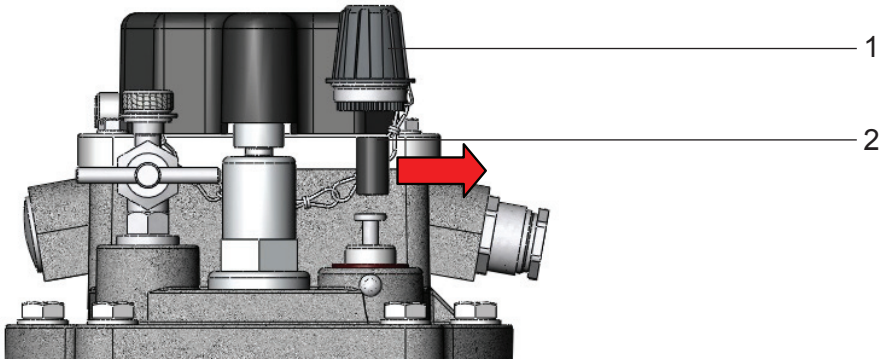

Figura 3 - Retiro del seguro de transporte
- Desatornille la tuerca de sombrerete grande (Figura 3/1)
- Saque el seguro de transporte (Figura 3/2) desde la tuerca de sombrerete grande